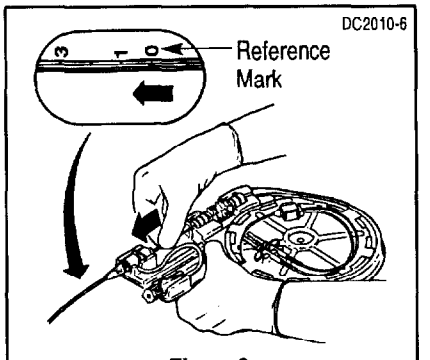

Figure 3. Probe insertion and positioning in catheter
4. Advance the probe until its depth reference mark (black band) is placed at the zero mark on the clear extension tube of the RV lumen (Figure 3). Because of manufacturing tolerances, the tip of the probe is now between the RV port and a point 2 cm proximal to the port. The probe is ready to be advanced into the RV.